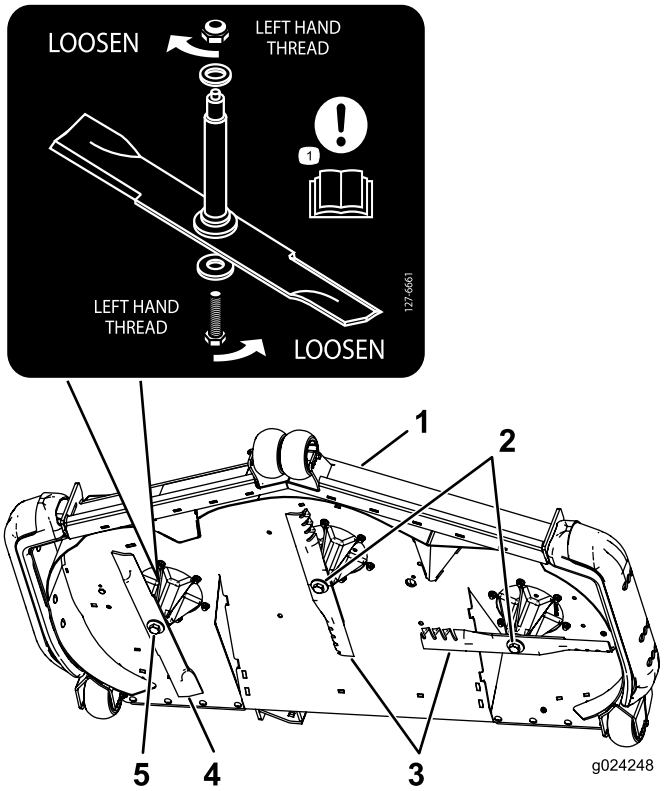

Figur 90
Vigtigt: Den højre skærekniv på dette plæneklipperskjold er modsat roterende og bruger en knivbolt med venstregevind. Brug Figur 90 for at se den korrekte placering af skæreknivene.
3. Fjern den højre skæreknivsbolt (bolt med venstregevind), den buede skive og skærekniven fra spindelakslen (Figur 90).
Bemærk: Bid mærke i skæreknivens type, og hvor hver skærekniv monteres. Se Figur 90 for at få vist den korrekte placering.